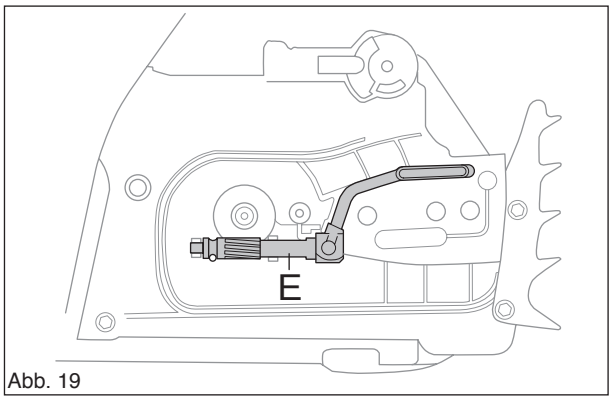

Abb. 19
Ölpumpe (E) vom Kurbelgehäuse lösen und zusammen mit dem Öldruckschlauch entfernen. (Siehe Abb. 19.)